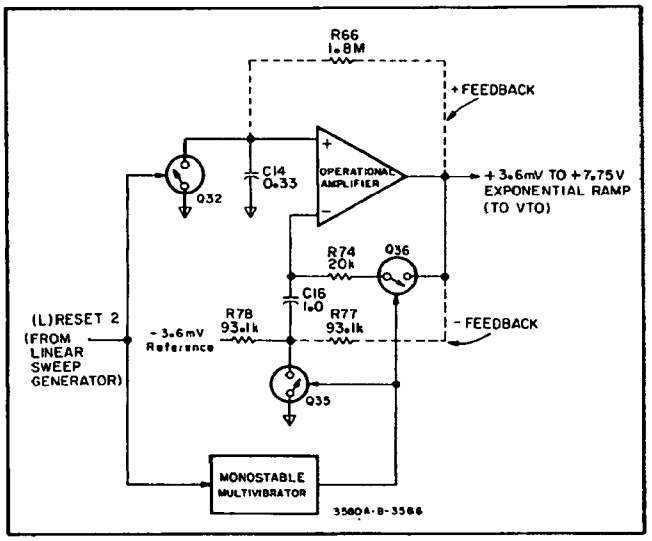

**Figure 4-18. Overall Log Sweep Generator.**
**4-115. Auto Zero Circuit.** An Auto Zero Circuit is included in the Log Sweep Generator to null out any dc offset introduced by the operational amplifier. The overall circuit configuration is shown in Figure 4-18.